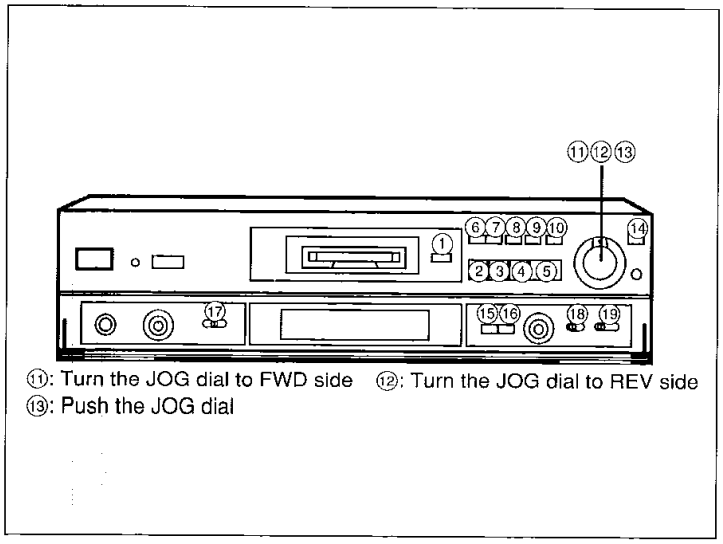

fig. 2
2. Press the buttons on the unit except the POWER button , it displays "–" mark adapted each buttons. (**Fig. 2 and 3** is shown about a allotment.)